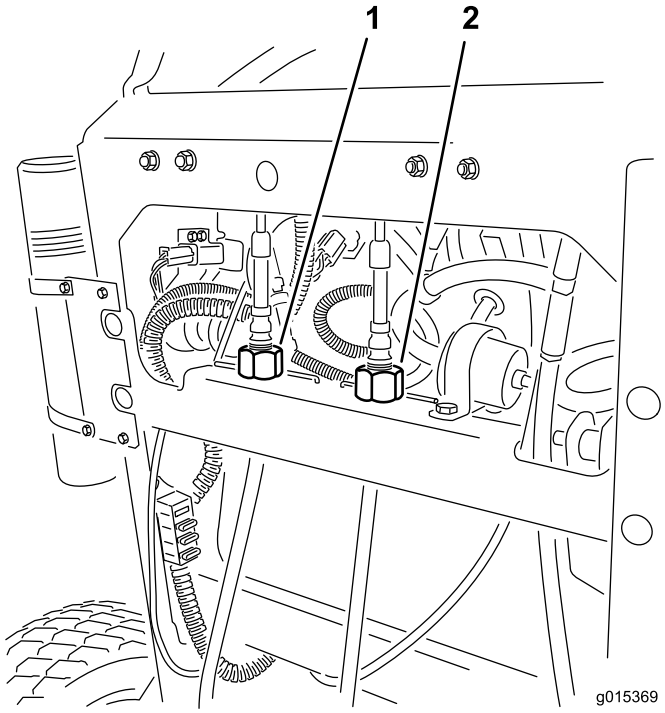

Figur 57
4. Roter højre kabeljustering for at sætte højre bevægelseshåndtag i midten af kontrolpanelets neutrale låseposition (Figur 57).